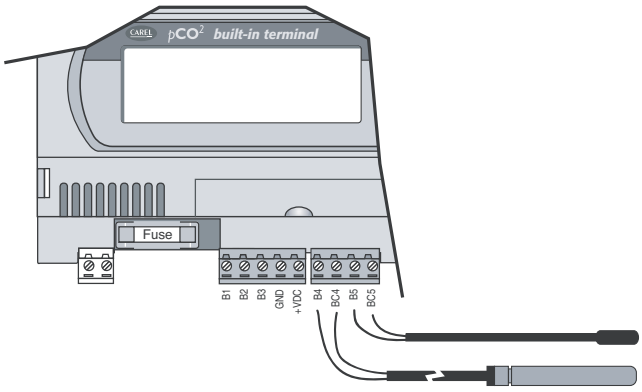

Fig. 4.4.3.1
- per ottenere una corretta misura del sensore PT1000 è necessario che per ogni cavo del sensore venga collegato un singolo morsetto come mostrato in fig. 4.4.3.1;
- *In order to get a correct measurement from the PT1000 probe it is necessary to connect each probe lead to one single terminal as shown in fig. 4.4.3.1;*